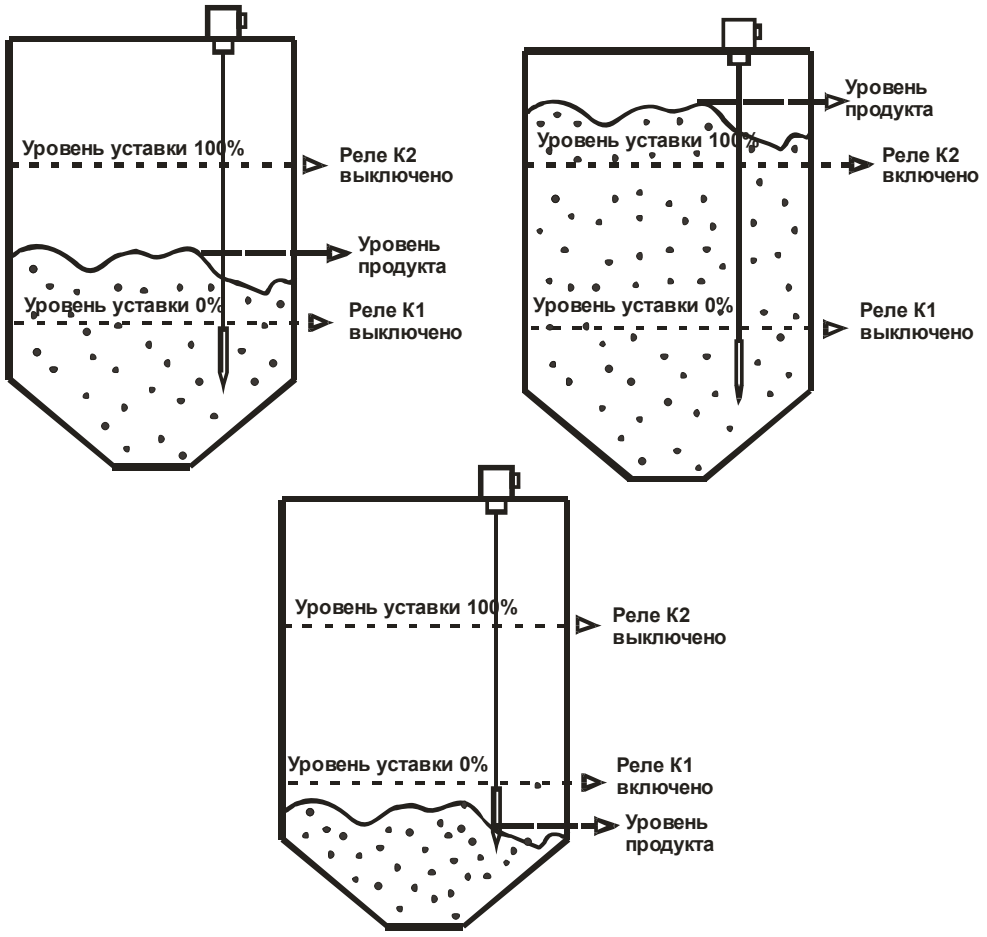

Рис.5. Состояния реле К1 и К2 в двухпороговом режиме работы (режим 2).
1.3.8 **Режим 2. Двухпороговый режим** (см.рис.5). В данном режиме происходит независимая сигнализация о достижении предельного нижнего или предельного верхнего уровней.
Достижение запрограммированных нижнего и верхнего уровней сигнализируется с помощью реле К1 – нижний уровень и реле К2 – верхний уровень. (табл. 6, рис. 5).